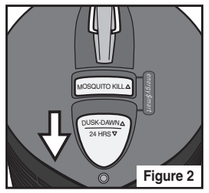

Figure 2
- **a.** To select 24 Hour Operation, slide the large gray button on the cap down so that it covers the Sundown Sensor. The unit will remain on 24 hours a day **(Figure 2)**.
- Check the Sundown Sensor which may be activated and only allows the unit to operate dusk to dawn. **See figures 2 and 3**.